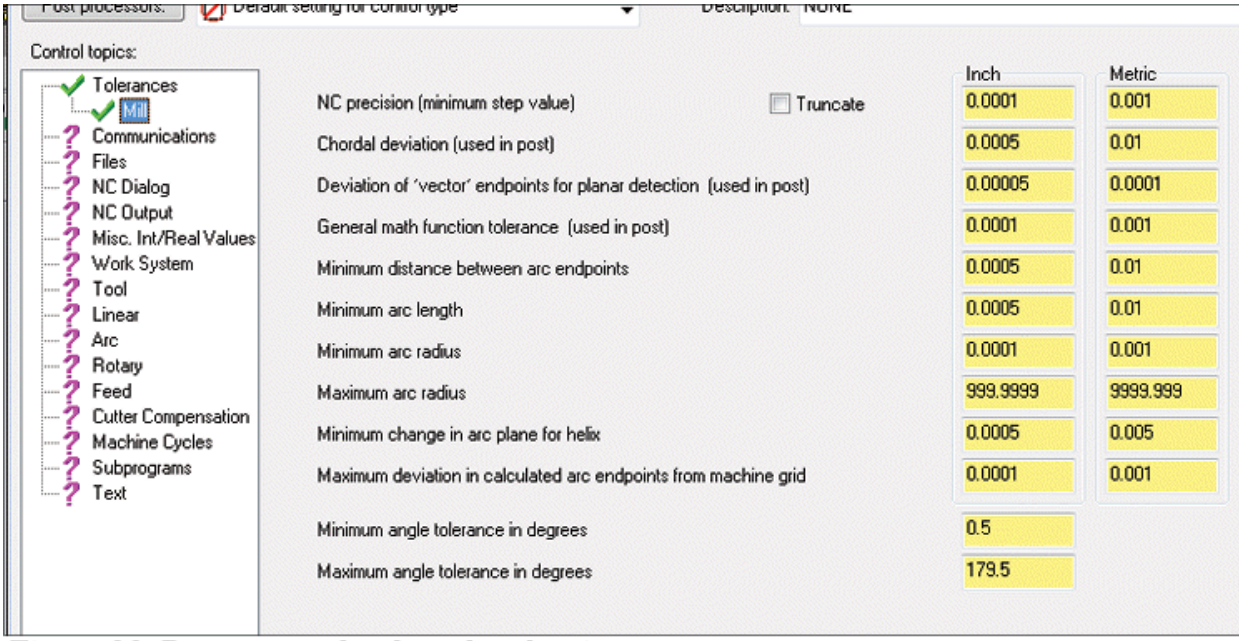

Figure-22. Parameters related to selected topic
- Click on desired topic from the **Control topics** area of the dialog box. The parameters related to the selected topic will be displayed; refer to Figure-22.